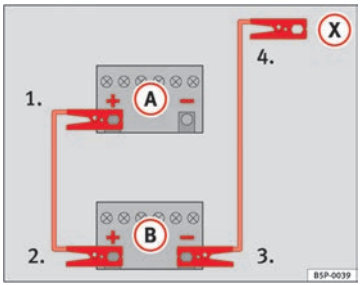

Fig. 162 Schéma de branchement pour les véhicules non équipés du système Start-Stop.
2. Raccordez une extrémité du câble de démarrage *rouge* au pôle positif (+) du véhicule dont la batterie est déchargée (A) ⇒ fig. 162.
3. Raccordez l'autre extrémité du câble de démarrage *rouge* à la borne positive (+) du véhicule fournissant le courant (B).
4. **Sur les véhicules sans système Start-Stop :** Raccordez une extrémité du câble de démarrage *noir* à la borne négative (-) du véhicule fournissant le courant (B).
– **Sur les véhicules avec système Start-Stop :** Raccordez une extrémité du câble de démarrage *noir* (X) à une borne de mise à la terre appropriée, à une pièce métallique massive vissée au bloc-moteur, ou au bloc-moteur lui-même..
5. Raccordez l'autre extrémité du câble de démarrage *noir* (X), sur le véhicule avec la batterie déchargée, à une pièce en métal massif vissée au bloc-moteur ou directement au bloc-moteur, mais le plus loin possible de la batterie (A).